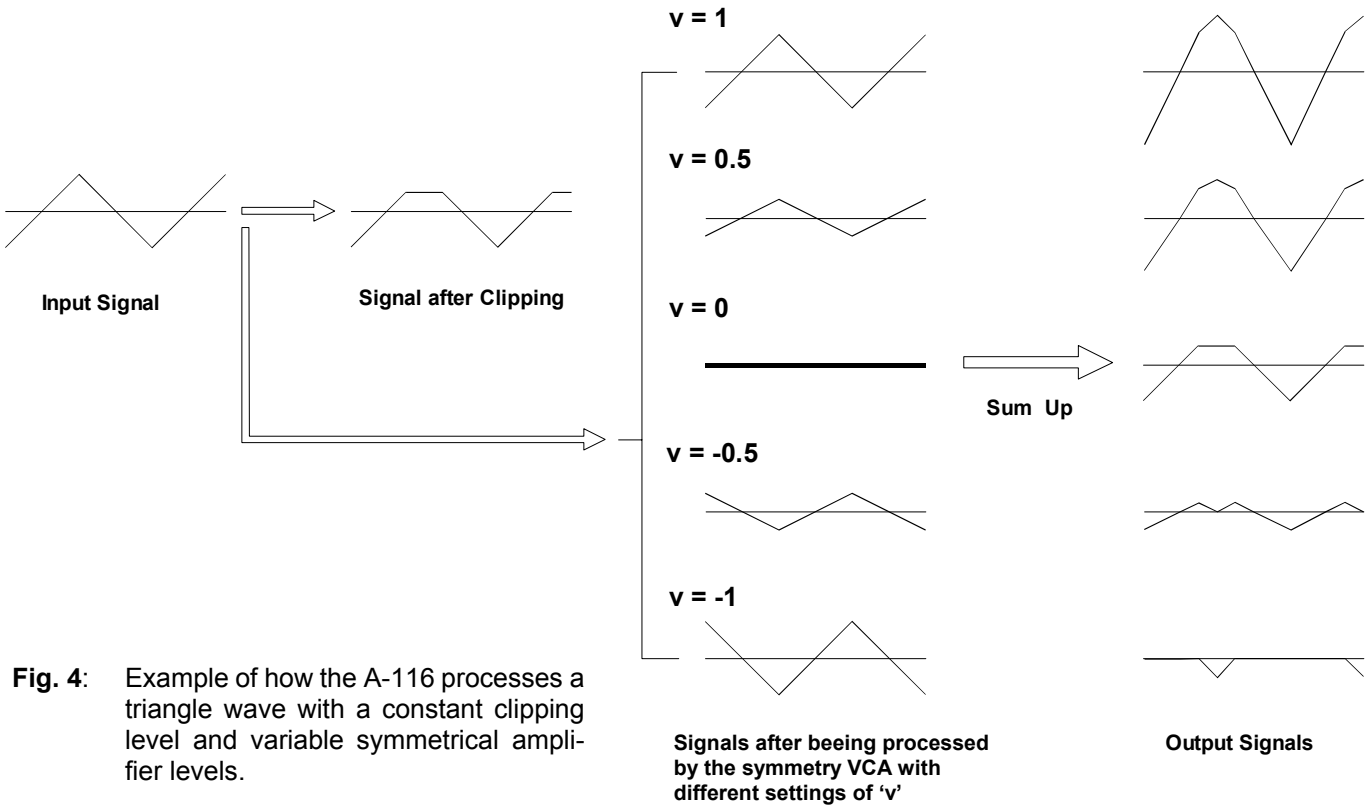

Fig. 4: Example of how the A-116 processes a triangle wave with a constant clipping level and variable symmetrical amplifier levels.
- ❒ Fig. 4 shows an example of the different waveforms which emerge from clipping a triangle wave and putting it through different amounts of symmetrical amplification.